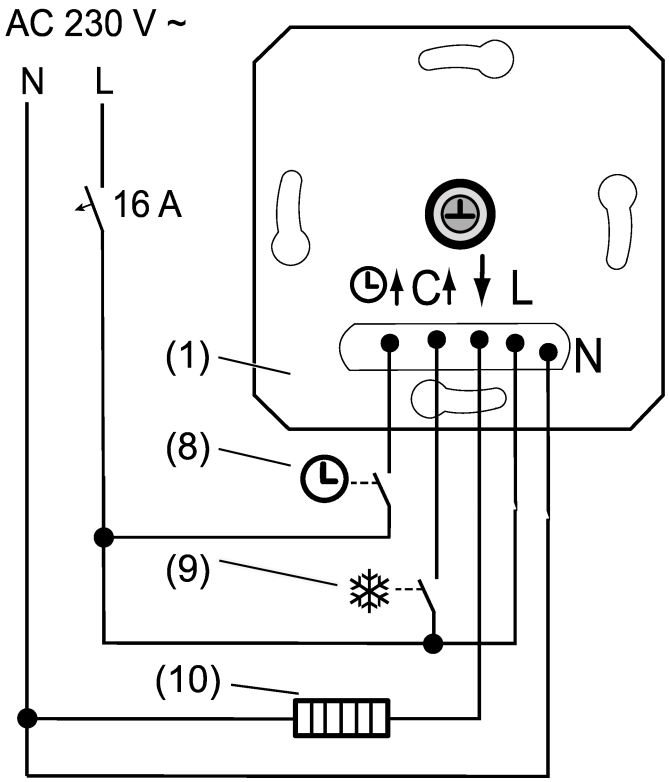

Afbeelding 2: Aansluitvoorbeeld van het basiselement
- Sluit het elektrische verwarmingstoestel (10) of koelapparaat aan op het basiselement (1) volgens aansluitschema (zie afbeelding 2). Neem de kabeldiameters in acht (technische gegevens)